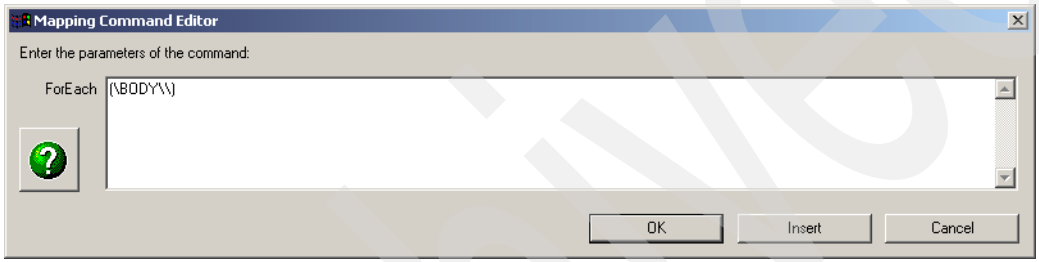

Figure 15-50 Mapping for each
2. The Mapping Command Editor opens. Drag the source record, BODY, from the source document definition to the editor and drop it over the sourcePath value. Click **OK** to return to the Mapping Command window (Figure 15-50).